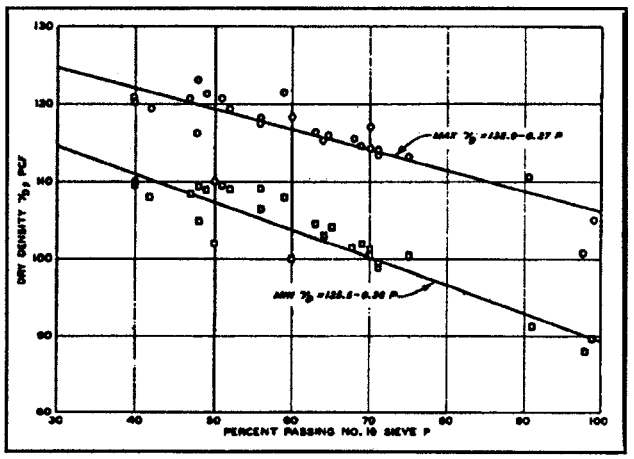

**Figure 5-15. Correlation between density and percent passing No. 16 sieve**
(2) Field density determinations using the water balloon or sand volume procedures should be made for every 1,000 cu yd of pervious fill placed at the beginning of the job and for every 3,000 cu yd thereafter, with more frequent determinations desirable for testing in drainage layers. These tests generally should be taken one lift thickness deep, especially in sands. Although the performance of maximum and minimum density determinations on material from each field density test would give the most accurate determination of the relative density of the in-place material, this is frequently not feasible because of time and manpower restrictions. Therefore, it is often advisable to attempt to develop correlations between the gradation data and the maximum-minimum density values on materials representing the range of gradations to be expected from the sources of supply. Figure 5-15 is an example of a correlation between the percent finer than the No. 16 sieve and the maximum-minimum density values. Where a good correlation like this is developed, a simple determination of the percent finer than the No. 16 sieve is all that is needed to obtain the appropriate maximum-minimum density values in the in-place material. In other instances, good correlations may be developed between maximum-minimum density values and the percent of material passing other sieve sizes or the coefficient of uniformity. Correlations developed between minimum and maximum density values can be used to obtain minimum density after the performance of a maximum density test alone. Caution should be exercised in using such correlations for uniform sands, since the spread between the maximum and minimum density is very small and large errors may result.